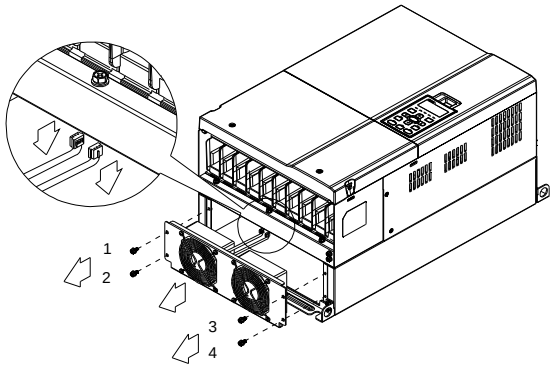

Figura 4
4. (Figura 4) Afloje los tornillos. Par de apriete del tornillo: 24~26kg-cm (20,8~25,6in-lbf).